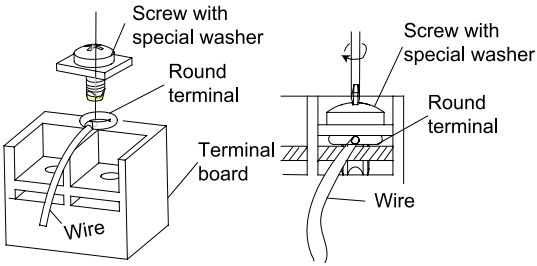

Fig.37
4). Position the round terminal wire, and replace and tighten the terminal screw with a screwdriver.(Fig.37)